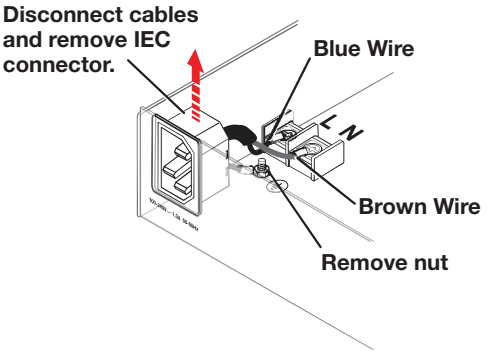

**Figure 8. Removing the IEC Connector**
3. Remove the two screws holding the blue hot line and the brown neutral wires from the terminal block on the PCB. Put the screws to the side to be used later (see **figure 8** on page 10).
4. Remove the ground wire nut from the grounding stud located on the bottom of the enclosure as shown in **figure 8,** below. Place the nut with the other screws to be used later.
5. Remove the wires attached to the IEC connector from the body of the amplifier, and slide the IEC connector and wire up and out of the amplifier's enclosure (see **figure 8**, below).
9. Install the conduit with the new conduit plate attached into the opening from where the IEC connector removed in step 5 (see **figure 8** on page 10).